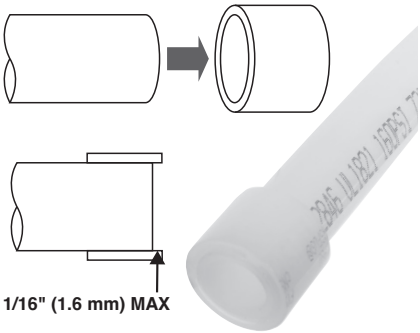

**Figure 5 – Inserting Tubing Into The Reinforcing Ring**
1. Prepare the connection according to the fitting system manufacturer's instructions. The tubing end should be cut cleanly and squarely. Fully insert the tubing into the reinforcing ring until it butts against the ring stop. If the ring does not have a stop, ring should be flush up to 1/16" (1.6 mm) with the tube end, *see Figure 5.* There may be requirements on ambient and tubing/fitting temperatures that need to be followed.